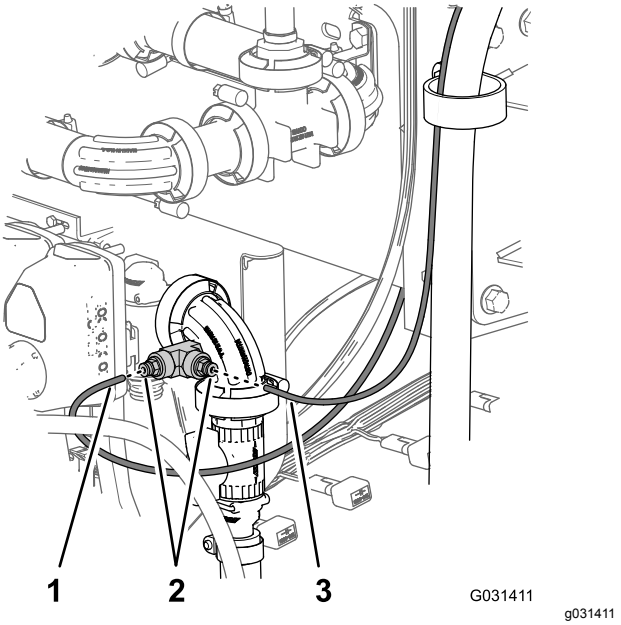

Figur 186
4. För in änden på tryckgivarröret för instrumentbrädans tryckmätare i rörkopplingen tills röret sitter ordentligt i kopplingen (Figur 186).
5. För in änden på tryckgivarröret för slangvindans tryckmätare i rörkopplingen tills röret sitter ordentligt i kopplingen (Figur 186).